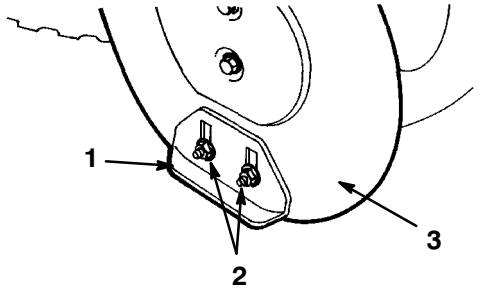

Figur 31
4. Lossa de 4 flänsmuttrarna som håller fast medarna på sidorna på matarskruvhuset (figur 31) tills medarna enkelt kan flyttas upp och ner.
9. Dra åt de fyra flänsmuttrarna som fäster båda medarna på matarskruvens sidoplåtar (figur 31).